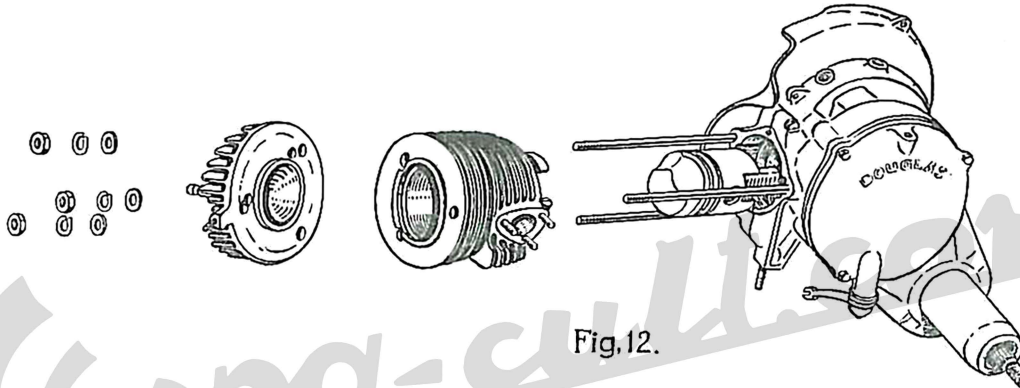

Fig. 12.
6. Clean the silencer and decarbonise the engine as explained in Fig. 12 and following notes.
Remove the silencer, the cooling hood and the cylinder head (see Fig. 12). Bring the piston to the top dead centre to decarbonise its crown, and clean all carbon deposits from the mouth of the cylinder; then bring the piston to the bottom dead centre and clean the cylinder ports. Decarbonise the inner side of the cylinder head, ensure that the cylinder barrel is free of all carbon.